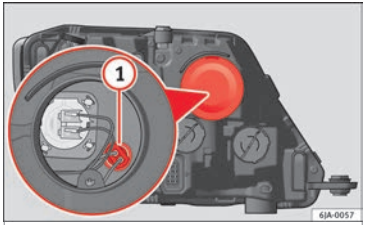

Fig. 90 Changing side light bulbs.
– Remove the protective cover ››› **Fig. 90**.
– Remove the bulb holder ››› **Fig. 90** (1) by pulling it outwards.